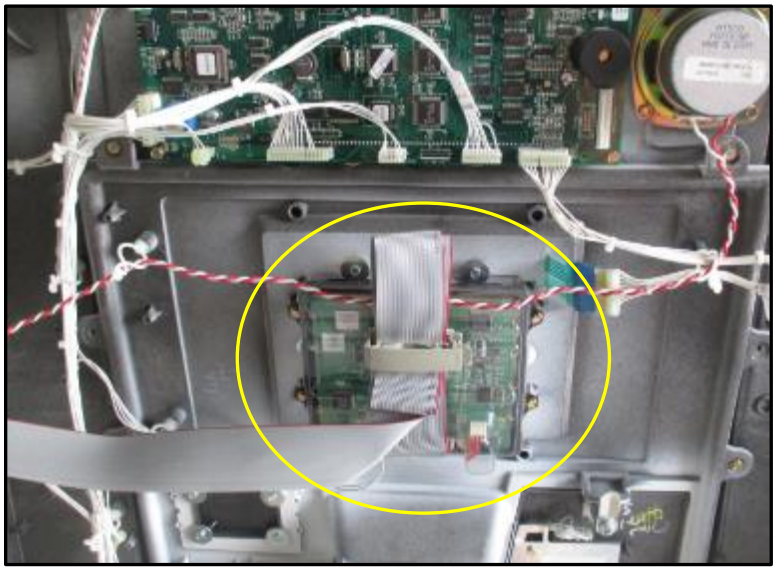

Fig 1.4 – Emplacement de l'affichage monochrome
6. Détachez les clips de câble qui maintiennent les câbles d'assemblage de l'écran monochrome et débranchez les câbles. (Fig. 1.4)